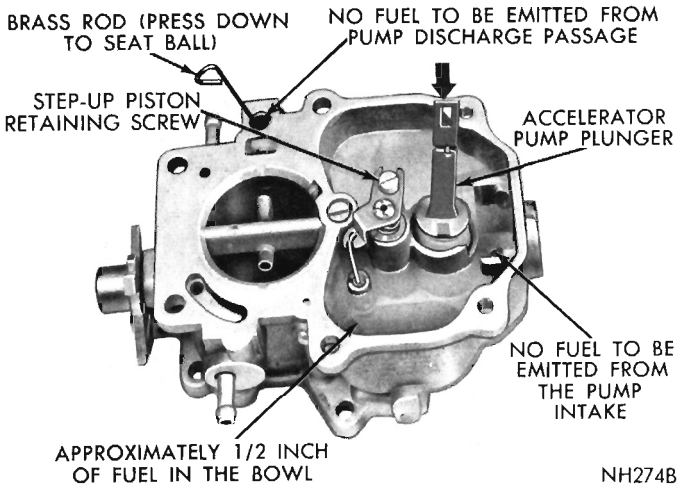

Fig. 10—Testing Accelerator Pump Intake and Discharge Check Balls
(2) Pour clean gasoline into carburetor bowl, approximately 1/2 inch deep. Remove pump plunger from jar of gasoline and slide down into pump cylinder. Raise plunger and press lightly on plunger shaft to expel air from pump passage.
(3) Using a small clean brass rod, hold discharge check ball down firmly on its seat. Again raise plunger and press downward. No fuel should be emitted from either intake or discharge passage, (Fig. 10).